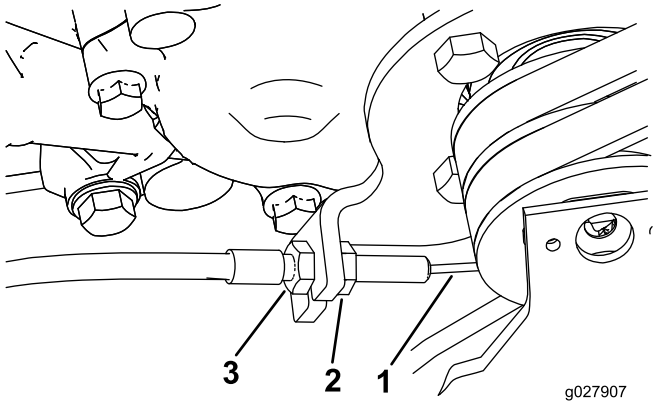

Figur 43
3. Kabelspændingen øges ved at løsne kablets forreste kontramøtrik og spænde kablets bageste kontramøtrik (Figur 43), indtil der kræves en kraft på 2,75 til 3,25 kg for at aktivere traktionskontrollen.